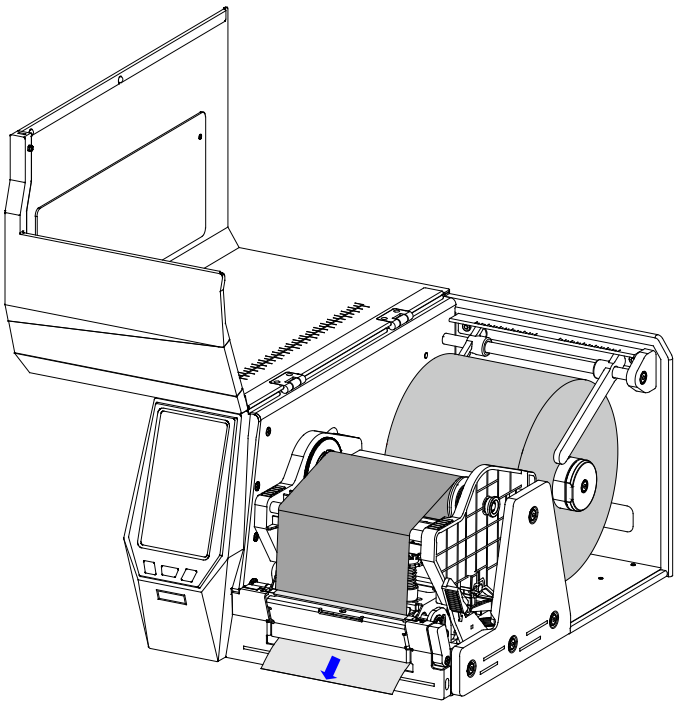

Figure 2-29 Tighten the Liner
8. Grasp both sides of the liner and pull it slowly until the liner is completely tight. As shown in Figure 2-29.